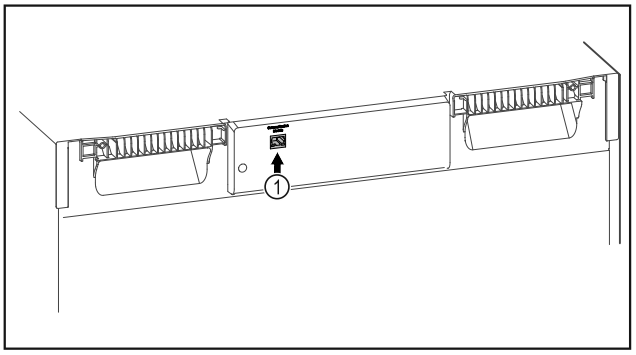

Fig. 157
❑ SmartModule *Fig. 157 (1)* este instalat.